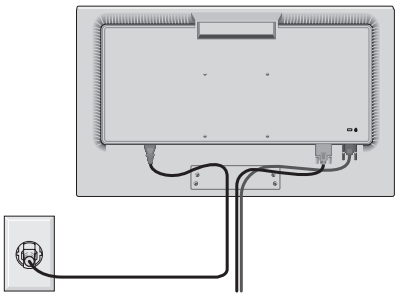

Rysunek R.3
4. Podłącz kabel zasilający, kabel sygnałowy z tyłu monitora (**Rysunek R.3**).